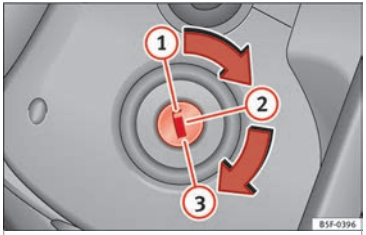

Fig. 199 Vehicle key positions
Vehicle keys ›› Fig. 199
3.	**Only in vehicles with diesel engines:** for preheating, turn the key in the ignition lock to position ››› Fig. 199 (2). A control lamp lights up on the dash panel ➿.